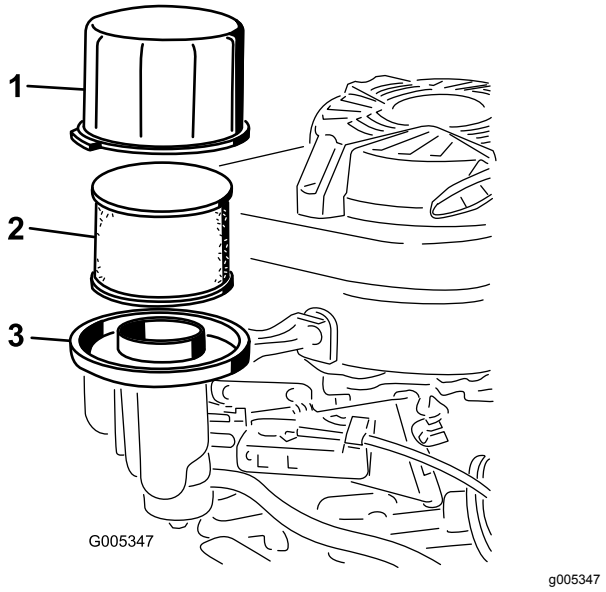

Figuur 22
2. Verwijder het luchtfilterdeksel en maak dit grondig schoon (Figuur 22).
3. Verwijder het schuimfilter en het papieren luchtfilter van de basis van het luchtfilter (Figuur 22).